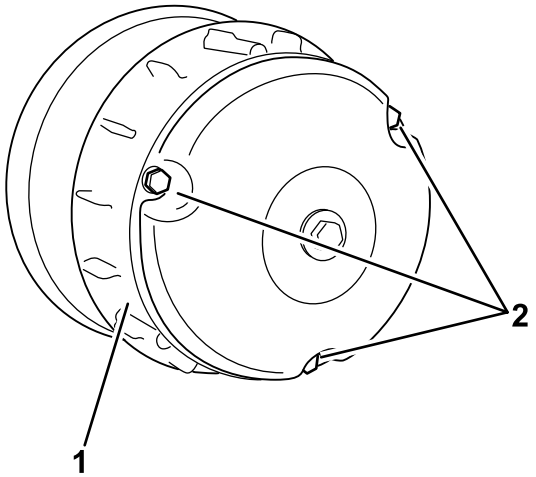

Figur 63
2. Afmonter de 3 bolte, der fastgør dækslet til koblingen, og afmonter dækslet (Figur 63).
4. Monter koblingens dæksel, og fastgør det med de 3 bolte (Figur 63), du fjernede i 2.